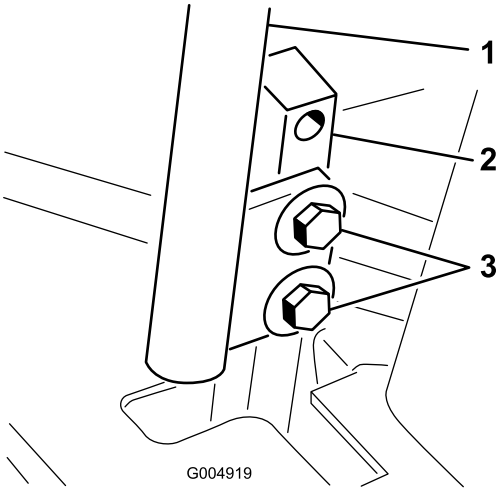

Figur 61
3. Løsn boltene, der fastgør bevægelseshåndtagene (Figur 61).